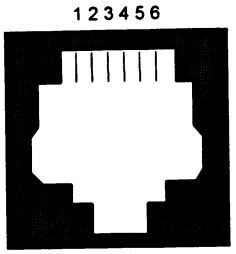

Figure 5-3. Telco Interface Signals
- ❑ 1. Obtain or construct a cable to make the appropriate telco connection. Figure 5-3 describes the pin configuration for end-to-end and E&M telco cards. (The type of telco interface should have been indicated on the sales order.)